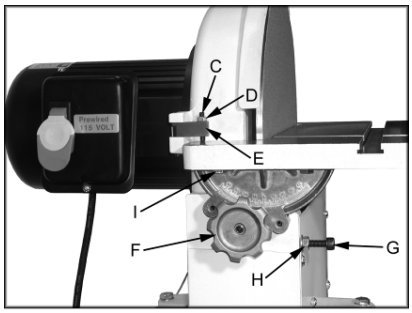

Fig 9
If adjustment of 45°stop is needed, loosen the hex nut (H, Fig 9) and adjust the socket head cap screw (G).